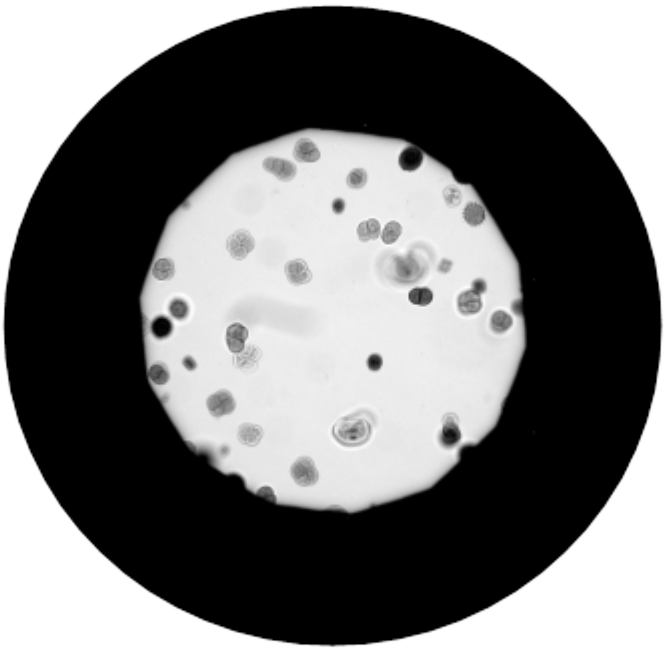

Figure 2
3. Focus and center the condenser. With the specimen in focus, close down the field diaphragm completely. Now while examining the specimen through the eyepiece, focus on the angular outline of the diaphragm using the condenser's focusing knobs. If there is no light after closing the field diaphragm, the condenser diaphragm may be out of the field of view. In this case use the condenser positioning screws to move the condenser diaphragm into the field of view (it may be helpful to open the field diaphragm slightly thereby producing a larger target to find). After focusing the image of the field diaphragm in the eyepiece, bring it into the center of the field of view using the condenser positioning screws. Figure 2 shows a picture of a properly focused and centered field diaphragm.